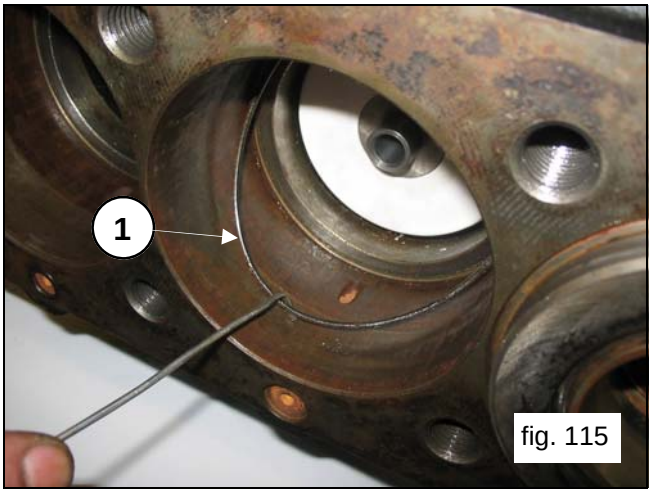

fig. 115
Remove the packing support O-Ring if it remains inside the pump case (pos.①, fig.115).